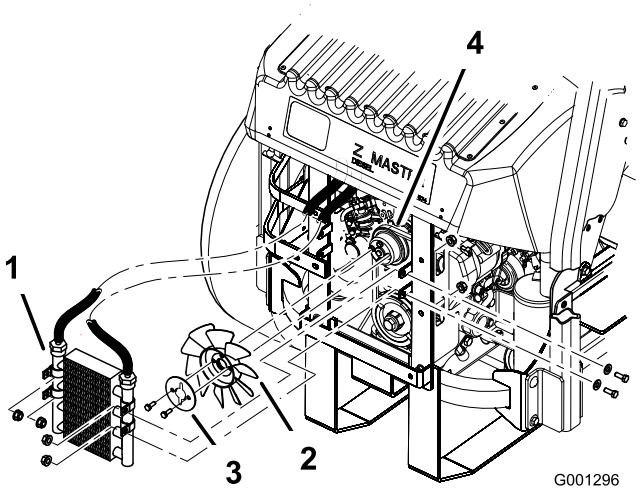

Figura 65
5. Retire los 4 pernos que sujetan el enfriador de aceite y coloque el enfriador de aceite en un lado (Figura 65).
6. Retire los 2 pernos que fijan el ventilador y el disco del ventilador a la máquina (Figura 65).
10. Instale el ventilador y el disco del ventilador en la máquina con los 2 pernos que retiró anteriormente (Figura 65).
11. Instale el enfriador de aceite con los 4 pernos que retiró anteriormente (Figura 65).